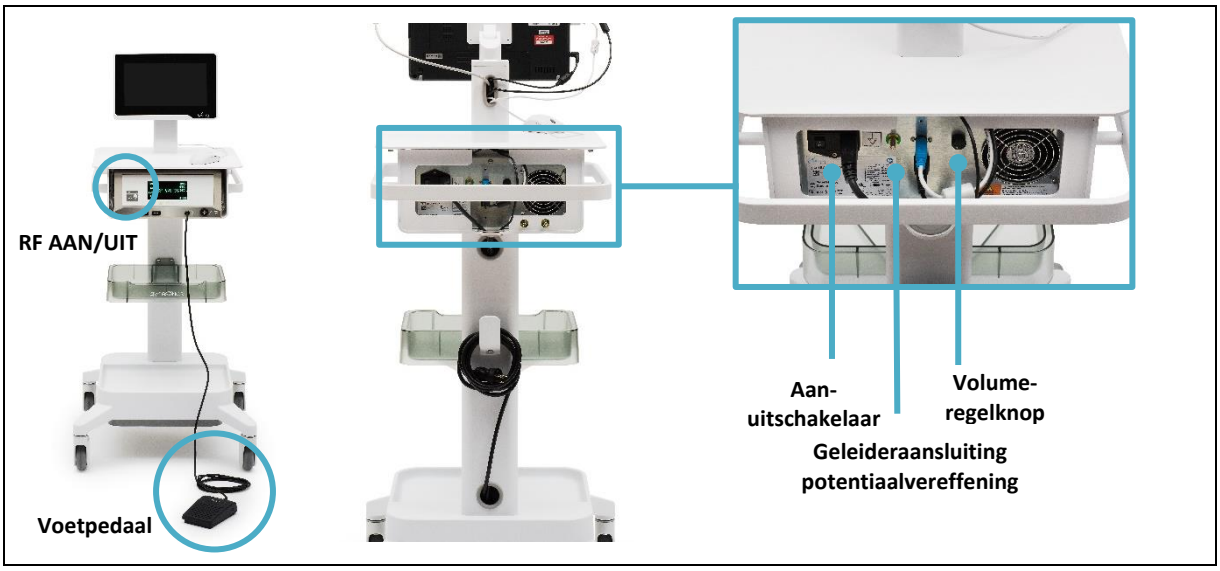

Afbeelding 2-10. Aansluitingen en bedieningselementen op de RF-generator.
De door de gebruiker in te stellen bedieningselementen en aansluitingen voor de RF-generator zijn (zie afbeelding 2-10):
- Netsnoer RF-generator – Bevindt zich op de systeemwagen, wordt in het contact naast de AAN/UIT-schakelaar gestoken; zie afbeelding 2-10.
- Geleideraansluiting potentiaalvereffening (PE) – Voorziet in een verbinding van de RF-generator en de wagen.